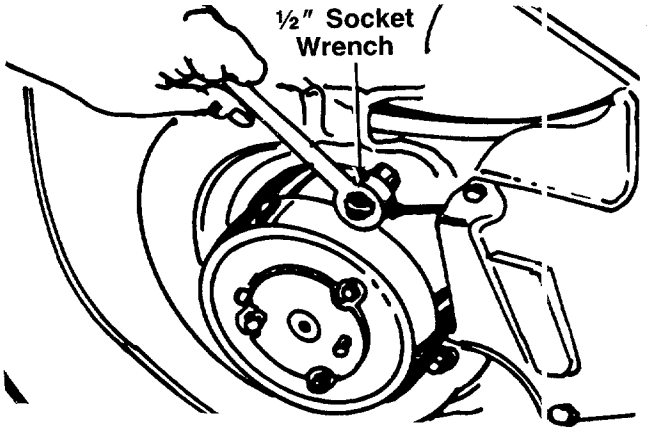

FIGURE 24.
11. Support the engine with one hand. Remove the three self-tapping screws which secure the deck and blade brake/clutch to the engine. A ½" socket wrench is required. See figure 24.